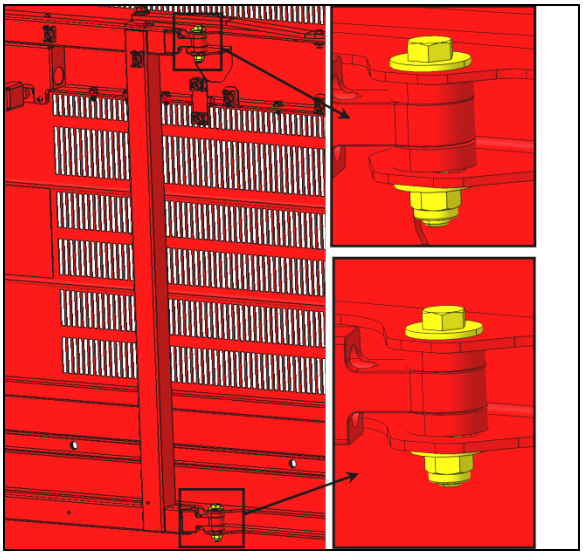

FIGURE 108:
4. Si la position verticale est hors tolérance, vous pouvez ajuster la porte en utilisant le jeu aux points d'attache entre les bras et la porte (**FIGURE 108:**).